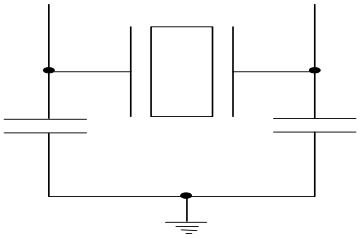

**Figure 1. Crystal Capacitive Clarification**
*Figure 1* shows a typical crystal configuration using the two trim capacitors. An important clarification for the following discussion is that the trim capacitors are in series with the crystal not parallel. It's a common misconception that load capacitors are in parallel with the crystal and should be approximately equal to the load capacitance of the crystal. This is not true.